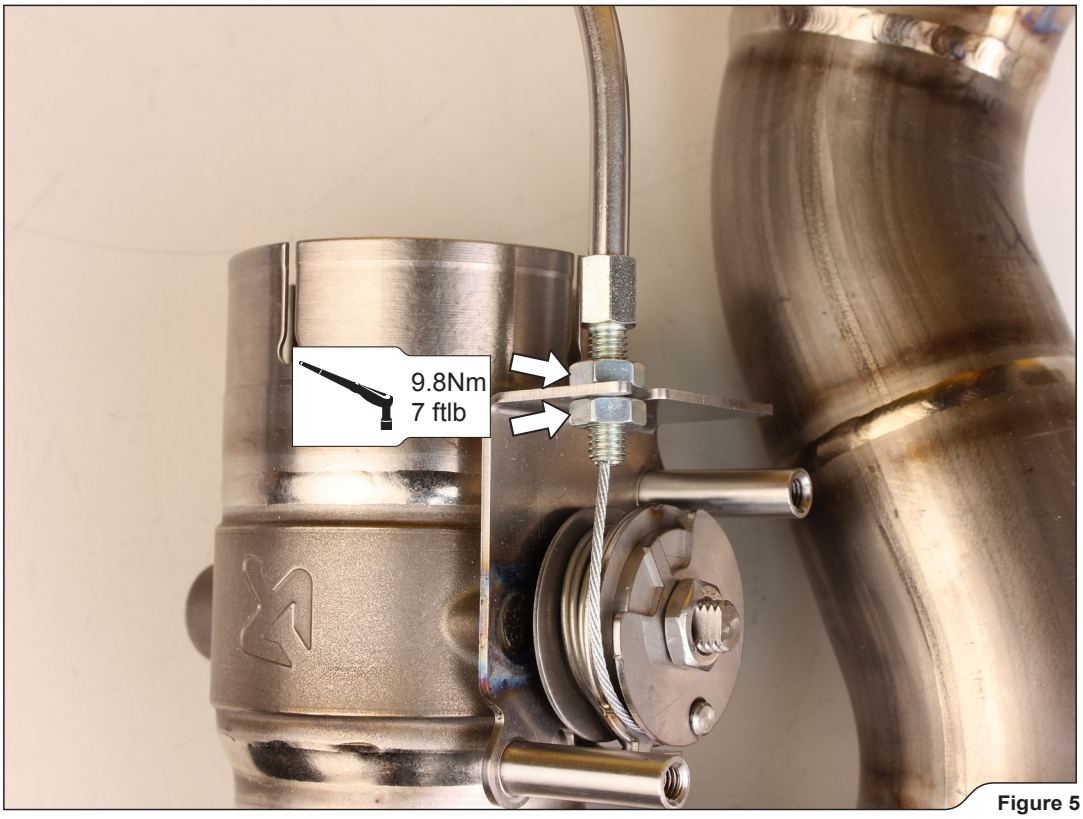

Figure 5
4. Tighten the locking nuts and reinstall the valve's cover **(Figure 5, 6).**